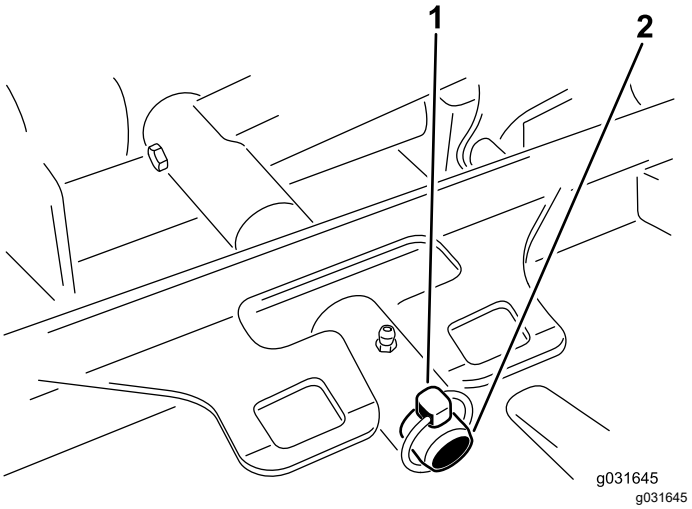

Figura 69
3. Togliete l'acciarino o il dado di ritegno che fissano il telaio portante dell'apparato di taglio al perno orientabile del braccio di sollevamento (Figura 69).
3. Fate scorrere il telaio portante dell'apparato di taglio sul perno orientabile del braccio di sollevamento e fissatelo con l'acciarino o il dado di ritegno (Figura 69).